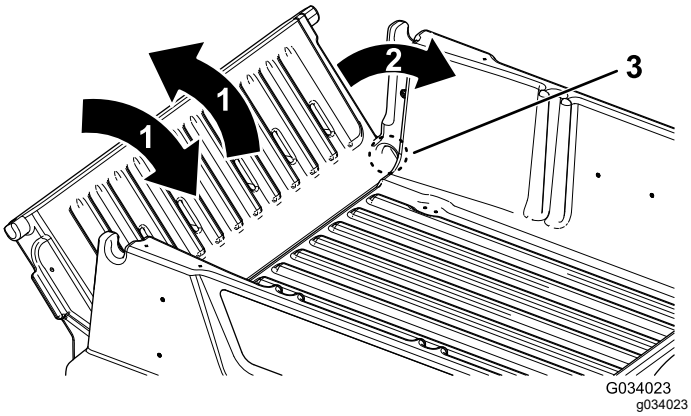

Figur 14
2. Vri baklemmen til ca. 45° vinkel (Figur 14).
3. Beveg baklemmen frem og tilbake flere ganger ved å riste den litt (Figur 14).